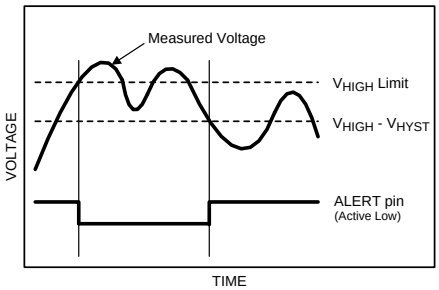

Figure 27. Alert condition cleared when measured voltage crosses V_{HIGH} - V_{HYST}
The ALERT function is an "out-of-range" indicator. At the end of every conversion, the measured voltage is compared to the values in the V_{HIGH} and V_{LOW} registers. If the measured voltage exceeds the value stored in V_{HIGH} or falls below the value stored in V_{LOW}, an alert condition occurs. The Alert condition is indicated in up to three places. First, the alert condition always causes either or both of the alert flags in the Alert Status register to go high. If the measured voltage exceeds the V_{HIGH} limit, the Over Range Alert Flag is set. If the measured voltage falls below the V_{LOW} limit, the Under Range Alert Flag is set. Second, if the Alert Flag Enable bit is set in the Configuration register, the alert condition also sets the MSB of the Conversion Result register. Third, if the Alert Pin Enable bit is set in the Configuration register, the ALERT output becomes active (see Figure 27). The ALERT output (ADC121C021 only) can be configured as an active high or active low output via the Polarity bit in the Configuration register. If the Polarity bit is cleared, the ALERT output is configured as active low. If the Polarity bit is set, the ALERT output is configured as active high.
2. The measured voltage goes below the programmed V_{HIGH} limit minus the programmed V_{HYST} value and the Alert Hold bit is cleared in the Configuration register. (see Figure 27). If the Alert Hold bit is set, the alert condition persists and only clears when a one is written to the Over Range Alert Flag bit.